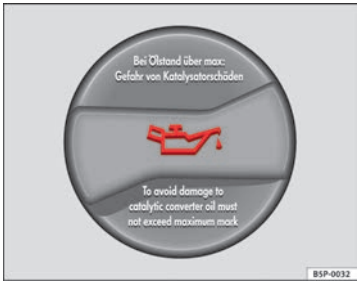

Fig. 159 In the engine compartment: Engine oil filler cap
– Unscrew cap from engine oil filler opening ⇒ Fig. 159.
– As soon as the oil level is in area (B), carefully close the cap.